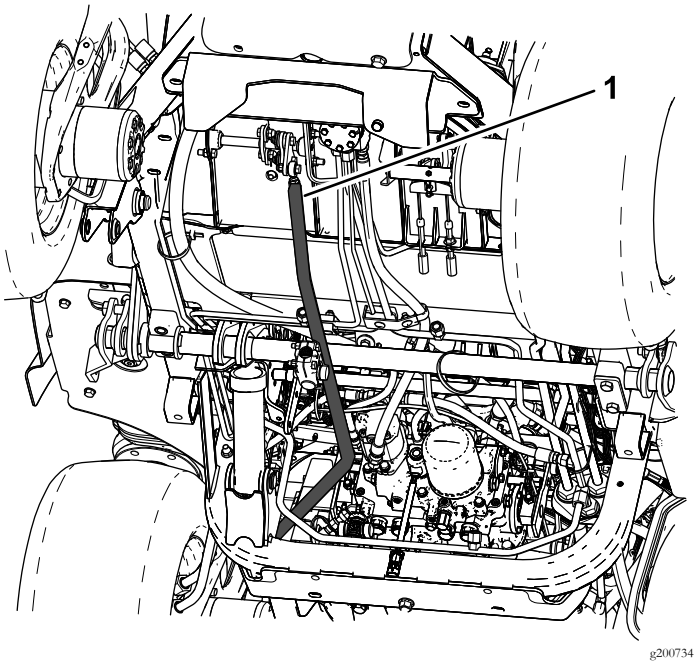
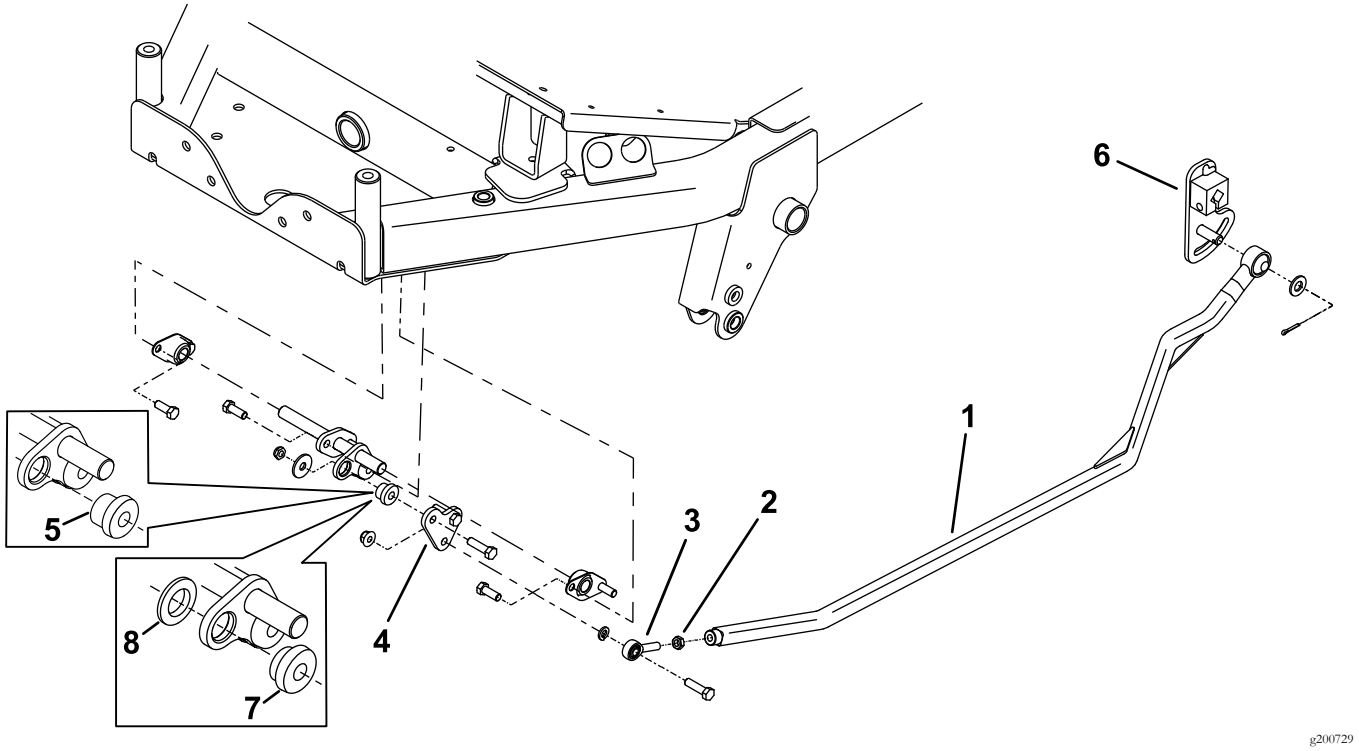

Рисунок 5
Рисунок 6
2. Снимите установленный шток привода с кронштейна рычага тяги и переднего рычажного механизма (Рисунок 5).
3. Установите шарнир наконечника штока и зажимную гайку на шток привода (Рисунок 6).
4. Установите пластину рычажного механизма и резиновые или пластмассовые крепления (Рисунок 6).
Примечание: Для данного комплекта можно использовать пластмассовые или резиновые крепления – выберите те, которые являются самыми удобными при управлении машиной. Рекомендуется использовать резиновые крепления для машины с кабиной, так как это будет способствовать снижению шума в кабине (Рисунок 6).
5. Установите новый шток привода на кронштейн рычага тяги и передний рычажный механизм (Рисунок 5 и Рисунок 6).